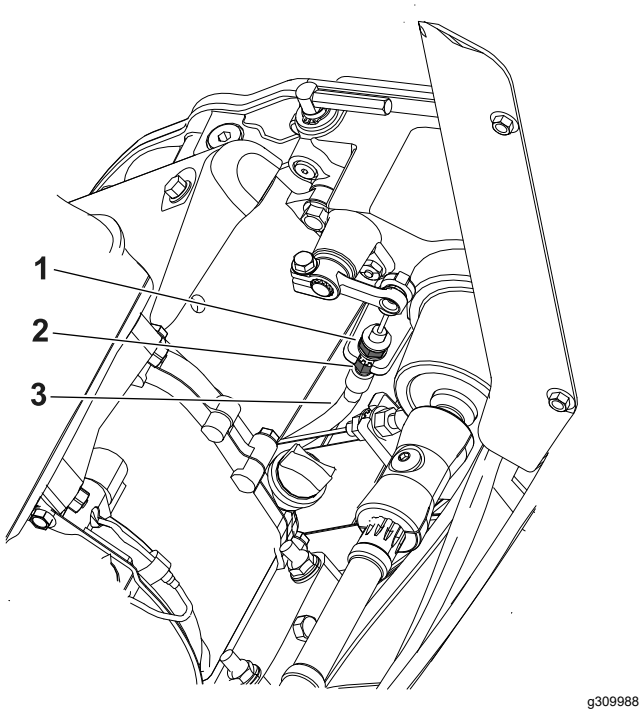

**Figure 33**
- Pour augmenter la tension du câble, desserrez l'écrou de blocage avant et serrez l'écrou de blocage arrière (Figure 33). Répétez l'opération 2 et ajustez la tension au besoin.
- Pour réduire la tension du câble, desserrez l'écrou de blocage arrière et serrez l'écrou de blocage avant (Figure 33). Répétez l'opération 2 et ajustez la tension au besoin.